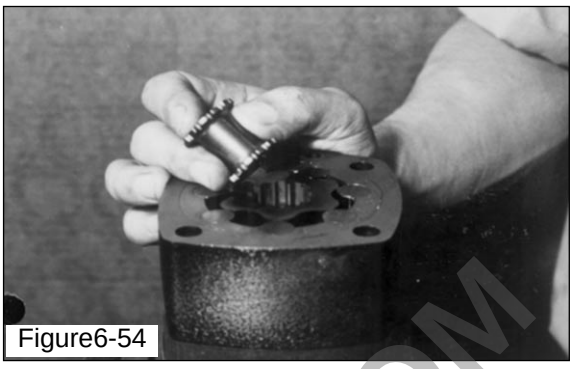

Figure6-54
15. Install valve drive in block. See Figure 6-54.